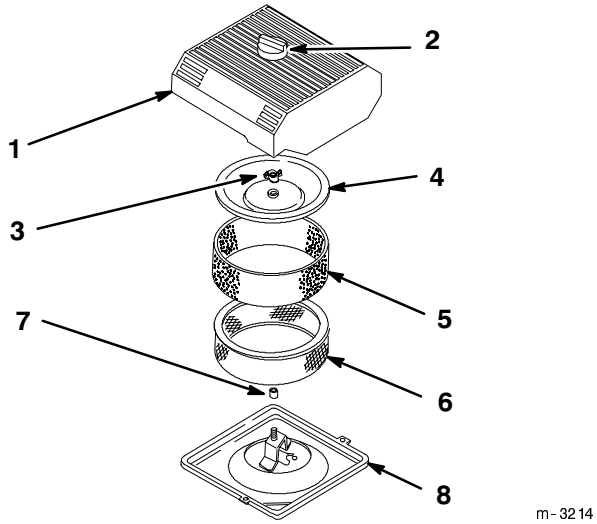

Figure 22
3. Clean around the air cleaner to prevent dirt from getting into the engine and causing damage. Unhook the latches and remove the air cleaner cover (Fig. 22).
4. Carefully slide the foam element off the paper element (Fig. 22).
5. Unscrew the cover nut and remove the cover and paper element (Fig. 22).
1. Carefully slide the foam element onto the paper air cleaner element (Fig. 22).
2. Slide the air cleaner assembly and cover onto the long rod. Now screw the cover nut finger-tight against the cover (Fig. 22).
3. Install the air cleaner cover and hook latches (Fig. 22).